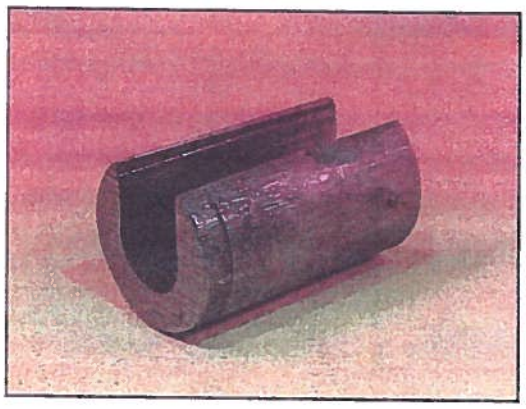
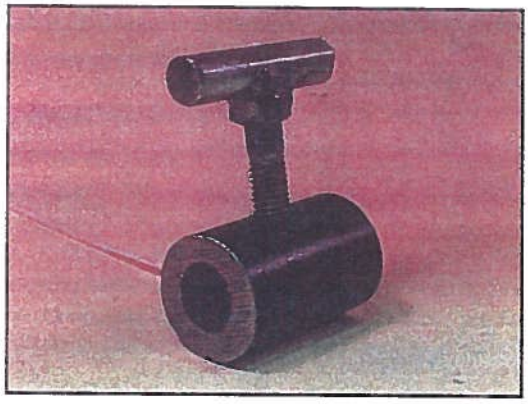

FIGURE 13. Half Shell.
FIGURE 14. Strand Clamping Bush.
8.3 The pilot jack is also equipped with both a half shell (Fig 13) and strand clamping bush (Fig 14).